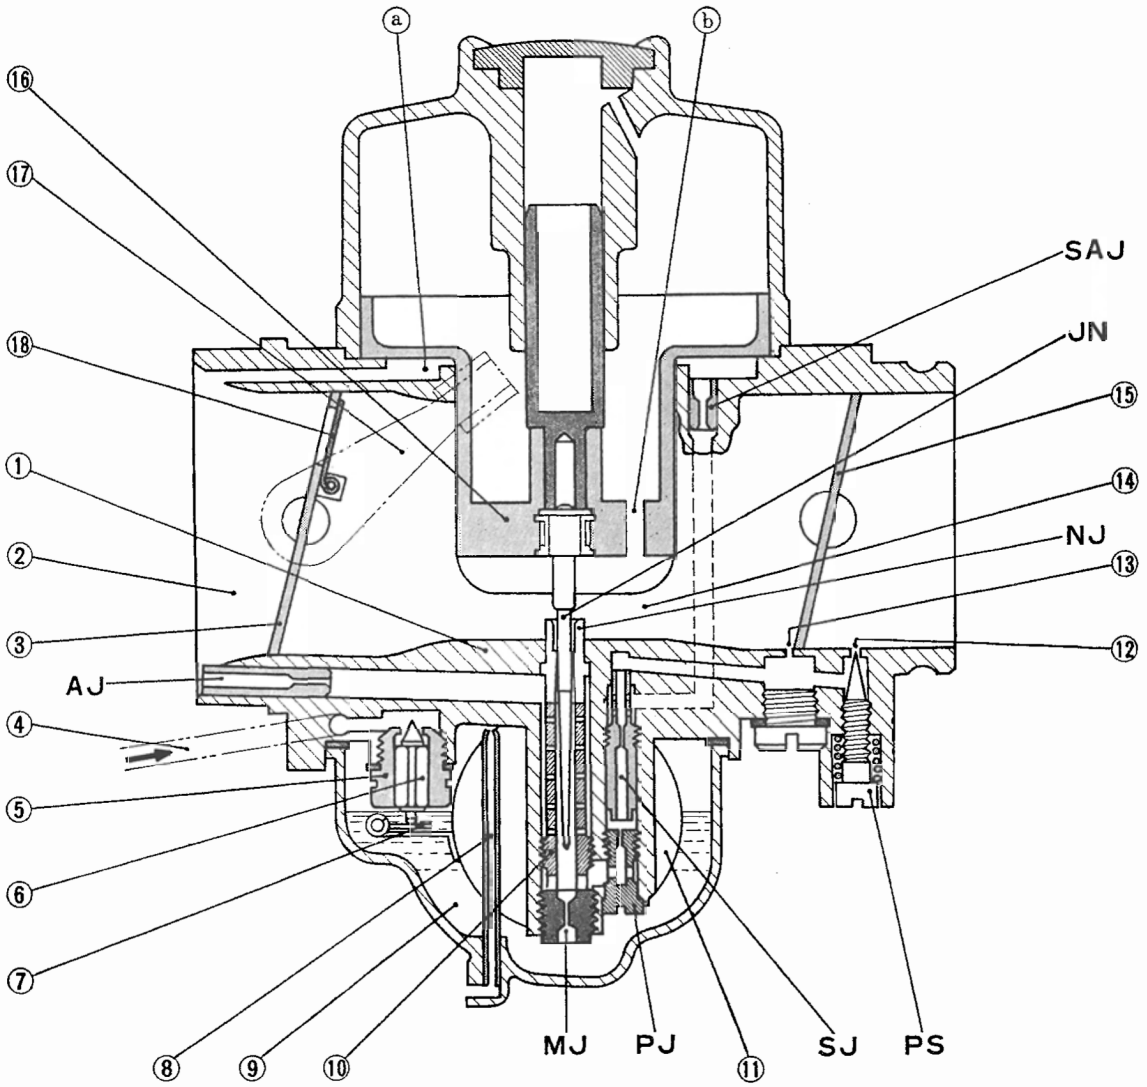
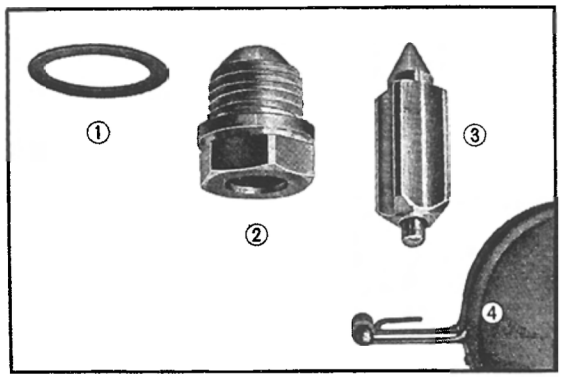

Fig. 3.123 Sectional view of carburetor
Fig. 3.127
The fuel coming from the fuel tank enters into the float chamber through passage from the fuel tank, float valve seat, and float valve. The float (11) is floated up accordingly with the fuel entry, float valve (6) is lifted by the float arm (7), and when the float valve (6) contacts the float valve seat (5), the fuel inside the float chamber (9) is used, and the fuel level is lowered, the float (11) is also lowered accordingly, the float valve (6) leaves the float valve seat (5) ; thus, the fuel enters into the float chamber (6). By repeating these operations, a constant fuel level can be maintained. The portion of float valve (6) which contacts float arm (7) is provided with spring to increase the durability against vibration **(Fig. 3.127).** Further, when the motorcycle is inclined or foreign matter sticks to the float valve seat, fuel overflows, and the fuel enters the cylinder ; thus, the overflow line (8) has been provided to maintain the specific fuel level. When the fuel level reaches a specific level, the overflow line permits the fuel to be discharged. **(Fig. 3.123)**